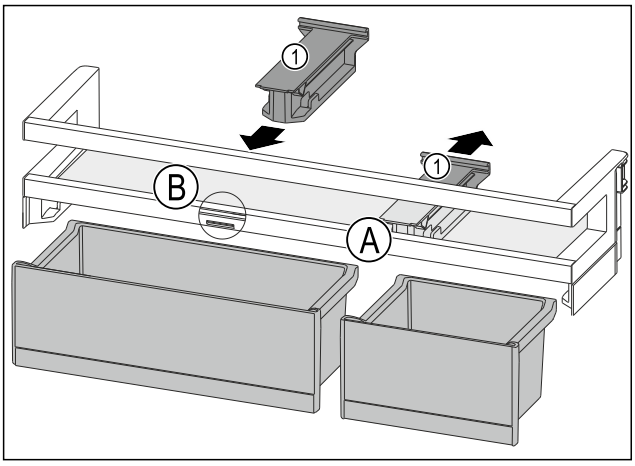

Fig. 152
▶ Desprindeți piesa de susținere *Fig. 152 (1)* din poziție *Fig. 152 (A)* spre spate.
▶ Introduceți piesa de susținere *Fig. 152 (1)* în poziție *Fig. 152 (B)*.